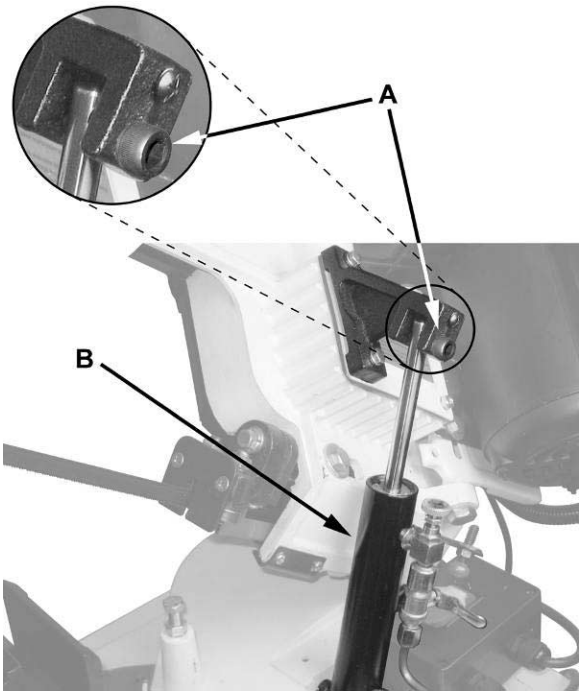

*Figure 22*
1. The band saw can be placed in vertical position to facilitate blade changes, maintenance, etc. Remove the screw (A, Fig. 22) and slide it out to disengage the hydraulic cylinder (B, Fig. 22).